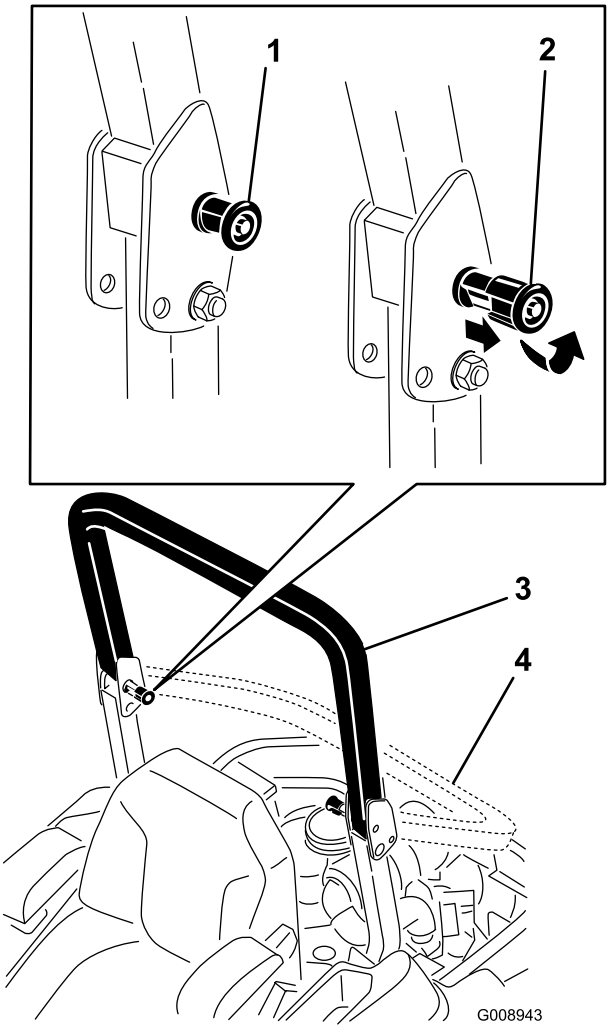

**Figur 8**
2. Træk begge greb ud, og drej dem 90°, så de ikke sidder fast (Figur 8).
3. Sænk styrtbøjlen til sænket position (Figur 8).
4. Hæv styrtbøjlen til betjeningsposition, og drej grebene, så de skubbes delvist ind i rillerne, for at hæve styrtbøjlen (Figur 8).
5. Løft styrtbøjlen til helt oprejst position, samtidig med at der skubbes på den øverste del af styrtbøjlen. Derefter springer stifterne på plads, når hullerne placeres ud for stifterne (Figur 8). Tryk på styrtbøjlen, og kontroller, at begge stifter sidder fast.